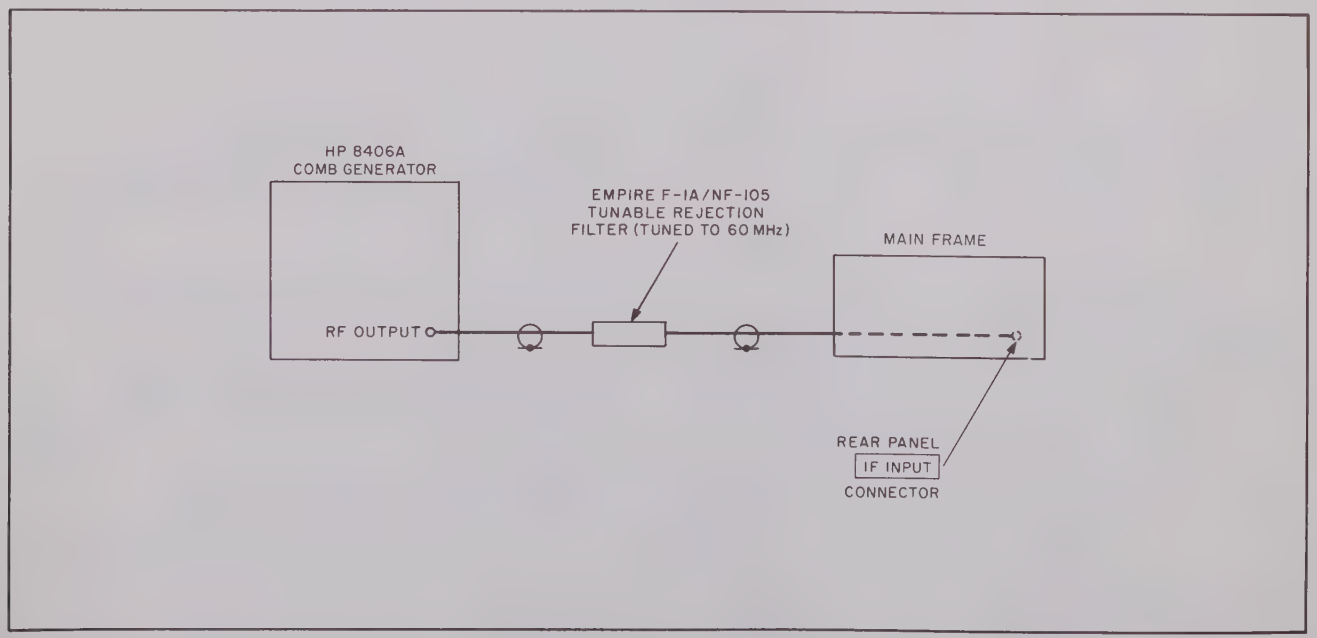

Figure 4-20. Swept Oscillator A2A7 Alignment, Equipment Setup
e. Rotate A2A7R9 fully clockwise and connect the equipment as illustrated in figure 4-20.
s. Disconnect the equipment from the setup of figure 4-20.